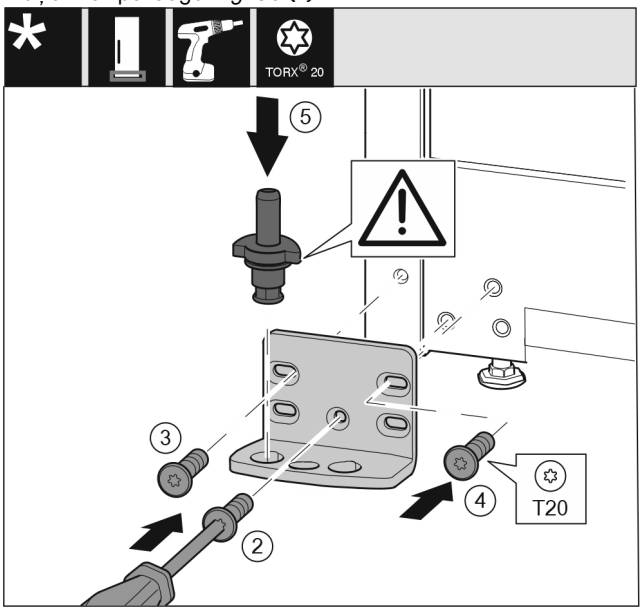

Fig. 31
- ▶ Pielieciet gultņa balstu otrā pusē un pieskrūvējiet, izmantojot skrūvgriezi. Sāciet apakšā pa vidu ar skrūvi *Fig. 31 (2)*.
- ▶ Pieskrūvējiet skrūvi *Fig. 31 (3)* un skrūvi *Fig. 31 (4)*.
- ▶ Pilnīgi ievietojiet gultņa tapu *Fig. 31 (5)*. Uzmaniet, lai fiksācijas izcilnis būtu vērsts virzienā uz aizmuguri.